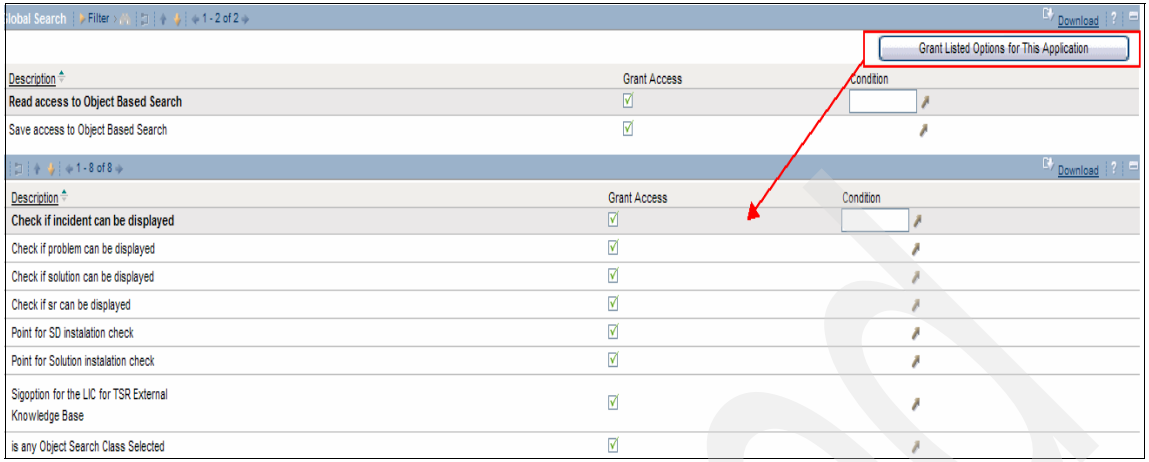

Figure 13-12 Grant Listed Options
9. Click **Grant Listed Options for this Application**, and click **Save**. See Figure 13-12 on page 243.